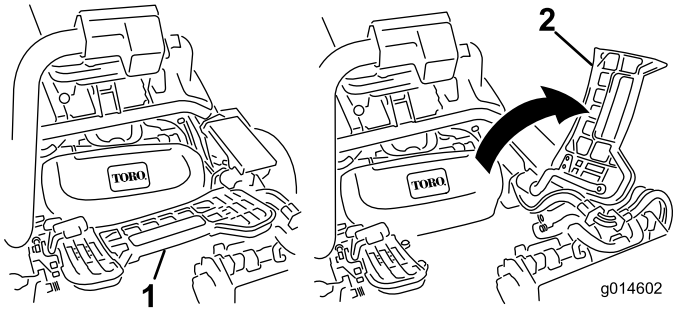

Figur 29
1. Hæv fodstøtten og vip den åben, så du får adgang til den midterste klippeenheds position (Figur 29).